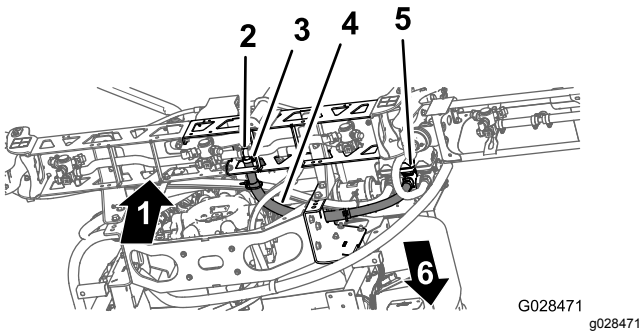

Figur 44
1. Trekk den midtre bomseksjonsslangen som vist i Figur 44.
2. Monter bomseksjonsslangen over T-anordningen med mothaker på den midtre bomseksjonen, og fest slangen med en slangeklemme (Figur 44).